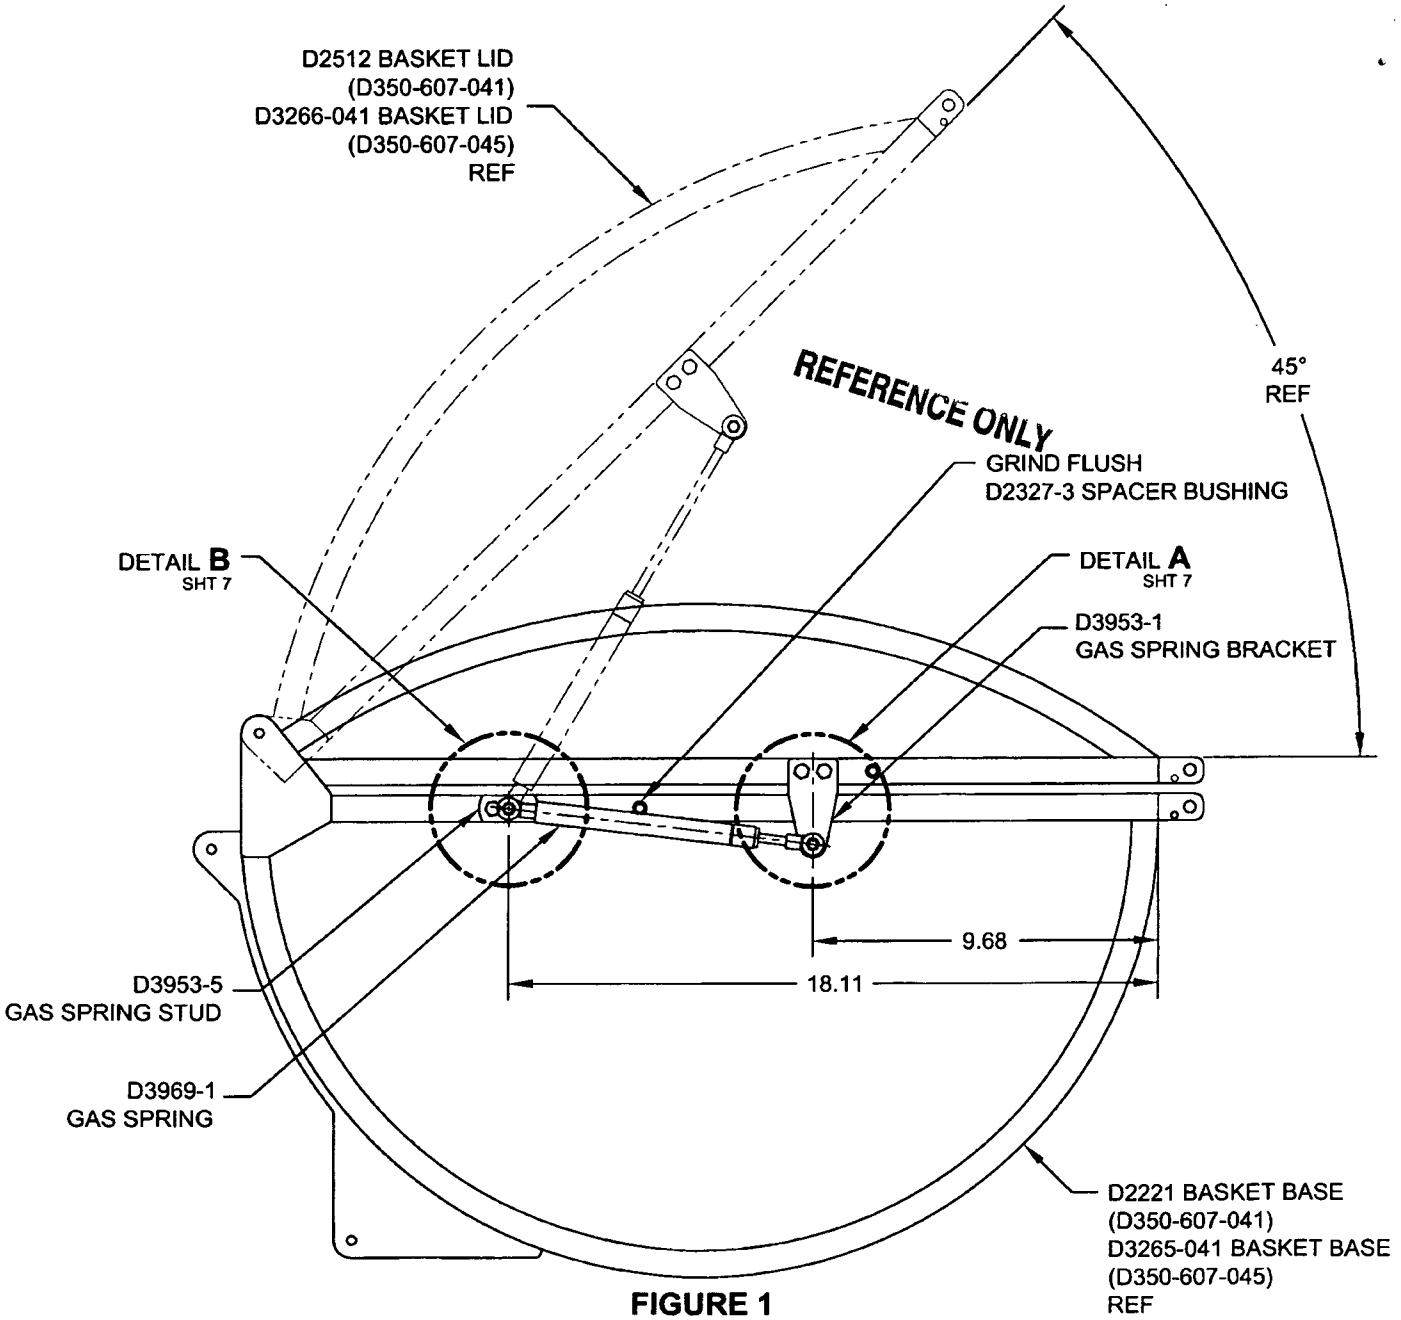

FIGURE 1
2) GRIND FLUSH THE D2327-3 SPACER BUSHING ON THE END OF THE BASKET WHERE THE LID OPENER IS BE INSTALLED AS SHOWN IN FIGURE 1 (IT IS PERMISSIBLE TO GRIND ALL 4 SPACERS FLUSH). TOUCH UP PAINT PER ICA-D350-607 REV. 0 SECTION 5.1 ITEM 4.
3) LOCATE THE D3953-1 GAS SPRING BRACKET AS SHOWN IN FIGURE 1. TRIM STEEL MESH LOCALLY AS REQUIRED. TOUCH UP PAINT PER ICA-D350-607 REV. 0 SECTION 5.1 ITEM 4. TRANSFER MARK AND DRILL 2X Ø0.194 HOLES THRU THE BASKET LID SQUARE TUBE STRUCTURE AS SHOWN IN DETAIL A. INSTALL THE D3953-1 GAS SPRING BRACKET & D3953-13 GAS SPRING SPACER USING 2X AN3C16A BOLT, 2X NAS1149C0332R WASHER & 2X MS21043-3 NUT AS SHOWN IN VIEW E-E.
4) LOCATE THE D3953-5 GAS SPRING STUD AS SHOWN IN FIGURE 1. TRIM STEEL MESH LOCALLY AS REQUIRED. TOUCH UP PAINT PER ICA-D350-607 REV. 0 SECTION 5.1 ITEM 4. TRANSFER MARK AND DRILL 2X Ø0.194 HOLES THRU THE BASKET BASE SQUARE TUBE STRUCTURE AS SHOWN IN DETAIL B. FASTEN D3953-5 IAW VIEW F-F USING 2X AN3C11A BOLT, 2X NAS1149C0332R WASHER & 2X MS21043-3 NUT.
2) GRIND FLUSH THE D2327-3 SPACER BUSHING ON BOTH ENDS OF THE BASKET AS SHOWN IN FIGURE 1 (IT IS PERMISSIBLE TO GRIND ALL 4 SPACERS FLUSH). TOUCH UP PAINT PER ICA-D350-607 REV. 0 SECTION 5.1 ITEM 4.